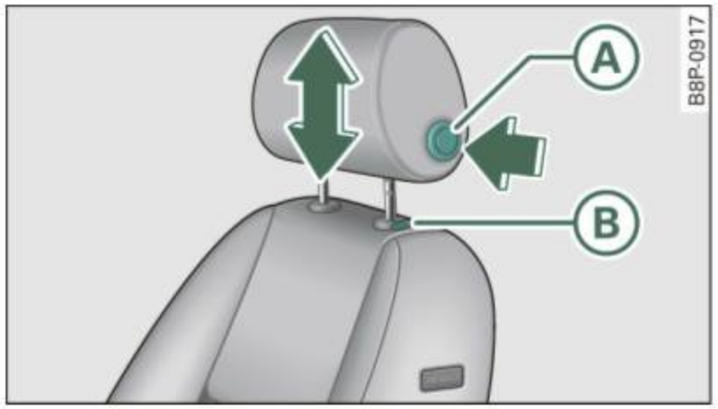

Fig. 75 Driver's seat head restraint: adjusting the height
– Lift the head restraint ⇒ *page 77,* fig. 75 until the top of the restraint is even with the top of your head ⇒ *page 129*
– With the other hand press the release knob (A) ⇒ *page 77,* fig. 75 and push the head restraint down. You should *not* lower the top of the restraint below the level of your eyes.
– Press the release button -arrow- ⇒ *page 77,* fig. 75 and pull the restraint straight up and out of the seat.